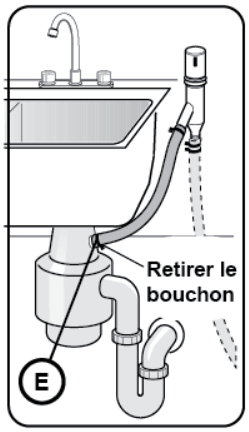

Figure 13
4. Sur le raccordement de vidange de lave-vaisselle d'un broyeur via un dispositif de coupure anti-retour, comme l'indique la **Figure 13**.